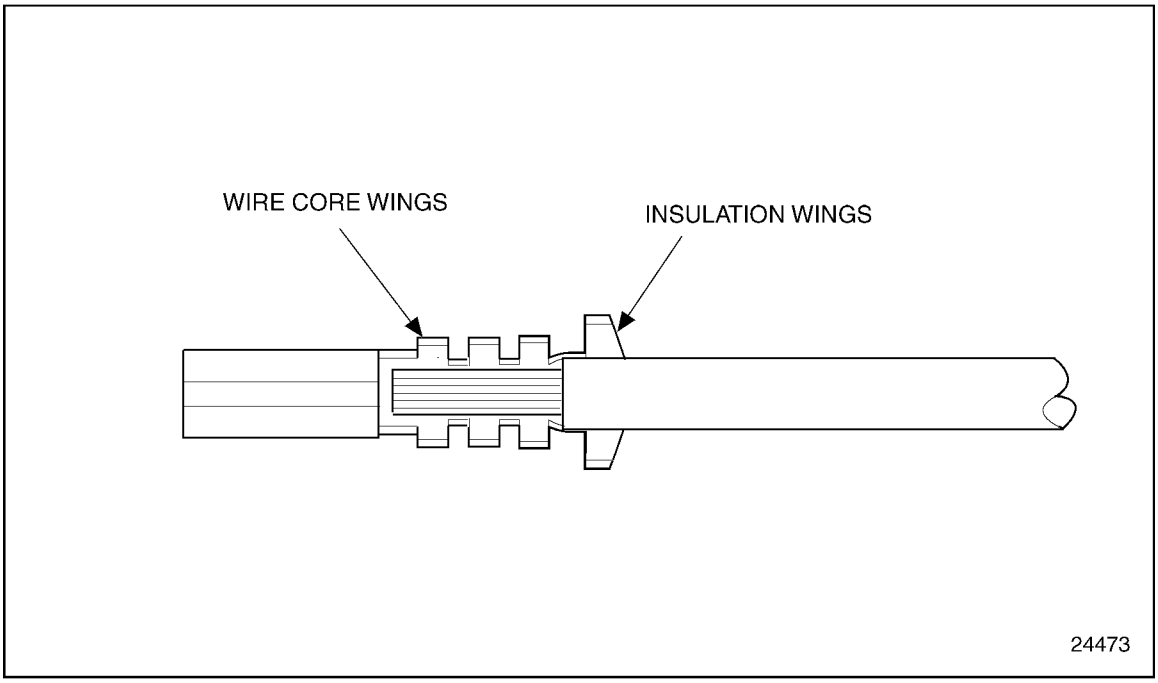

Figure 8-37 Cable to Terminal Alignment
3. Insert the cable into the terminal until the stripped portion is positioned in the cable core wings, and the insulated portion of the cable is in the insulation wings. See Figure 8-37.